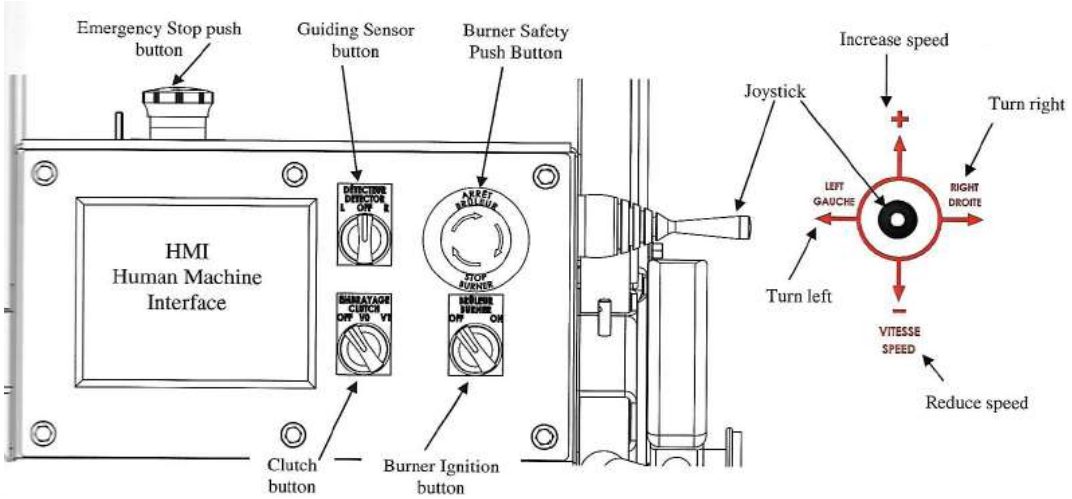

Fig. 7
b) Burner Safety Push Button (Fig.7)
c) Speed (Fig. 7)